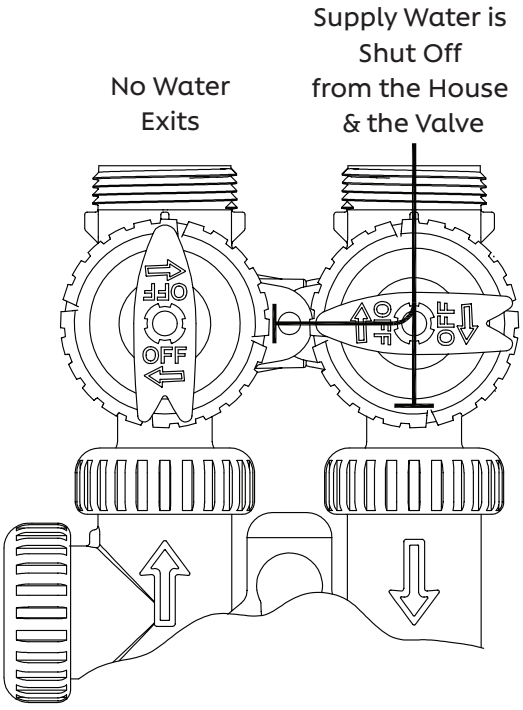

Figure 4
4. **Shut Off Position:** When the inlet handle points to the center of the bypass valve and the outlet handle points in the direction of flow, the water is shut off to the plumbing system. If water is available on the outlet side of the softener, it is an indication of water bypass around the system (i.e. a plumbing connection somewhere in the building bypasses the system). (See Figure 4 on page 5)